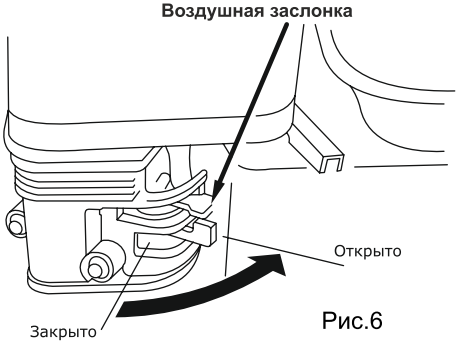

Рис.6
По мере разогрева двигателя постепенно передвигайте рычаг воздушной заслонки в позицию «открыто» (ON) (см. рис.6).